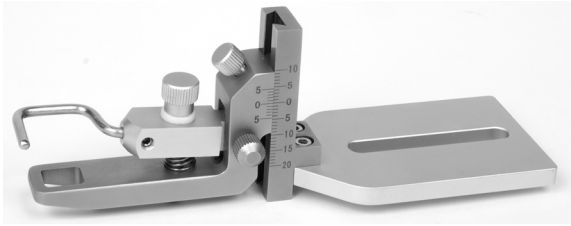

Fig. 2—For shipping, the rat adapter is mounted upside down.
1. The rat adapter assembly (Fig. 2) is shipped mounted upside down on the main frame to prevent damage. Loosen the thumbscrew. Flip the rat adapter assembly right side up, and reinstall the rat adapter (Fig. 3).